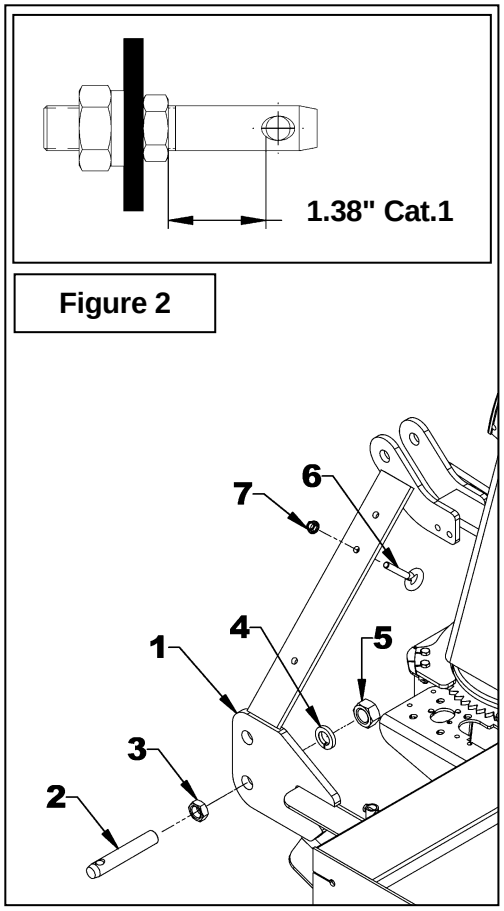

Figure 2
1. **Figure 2:** Enlever l'écrou (item 5) et la rondelle de blocage (item 4) des goupilles d'attache inférieure cat.1 (item 2).
2. **Figure 2:** Placer le contre-écrou (item 3) afin d'obtenir au minimum 1.38" (35mm) entre le bord du trou de la goupille d'attache inférieure et le contre-écrou.
3. **Figure 2:** Insérer les goupilles d'attache inférieure (item 2) dans le trou inférieur de l'attelage (item 1) et fixer avec la rondelle de blocage (item 4) et l'écrou (item 5). Serrer à 440 lb-pi (597 N-M).
4. **Figure 2:** Installer le boulon à oeillet (item 6) dans le trou le plus haut disponible de l'attache gauche ou droite du trois points en vissant l'écrou du boulon jusqu'au bout et fixer en place avec l'écrou a bride rainurée 3/8" (item 7).